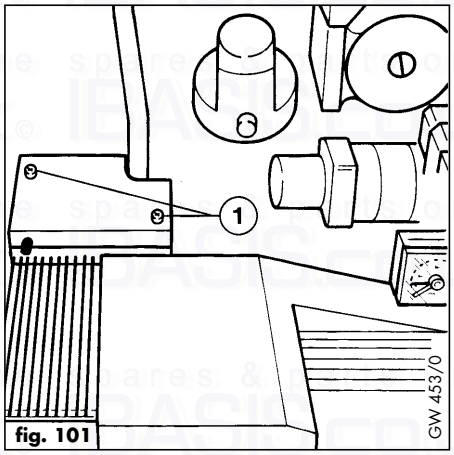

fig. 101
- Remove wiring terminal box cover by undoing two screws (1, fig. 101).